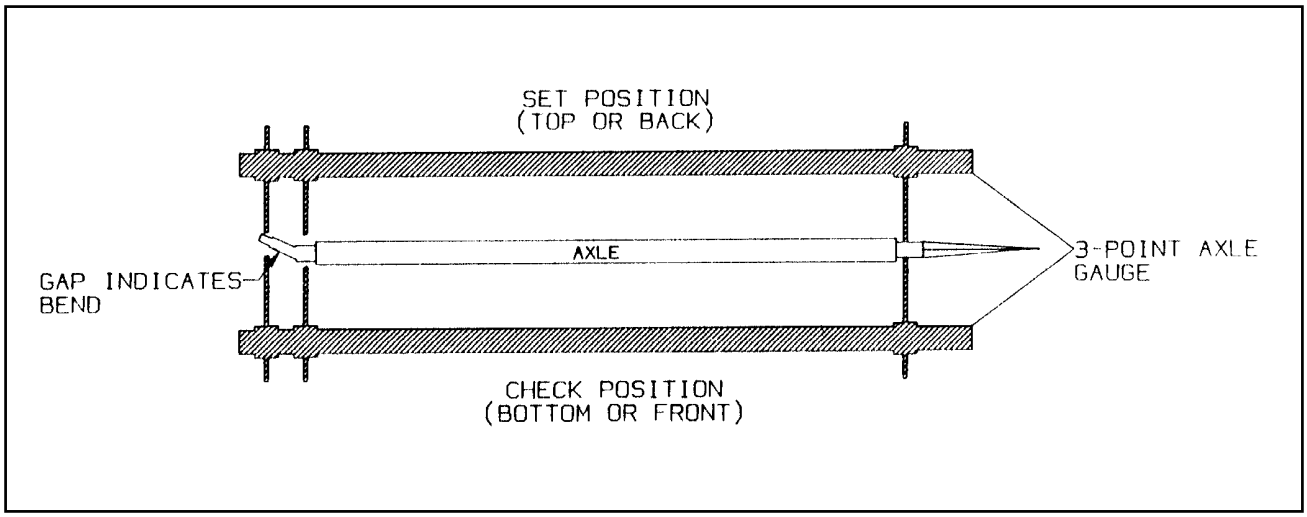

Figure 4-5 Checking Axle for Bend
b. Place a 3-point axle gauge against the front side of the axle, and adjust each axle gauge point to the axle. (Double point end against the inner and outer wheel bearing surfaces of the spindle being checked and the other point on the inner bearing surface on the other spindle) **(See Figure 4-5).**
c. Move the axle gauge and place against the back side of the axle. If either of the points of double point end fails to touch the axle surface, a bent spindle is evident. A point gap of .015" or more is considered excessive tire "toe" and the axle must be replaced **(See Figure 4-5).**